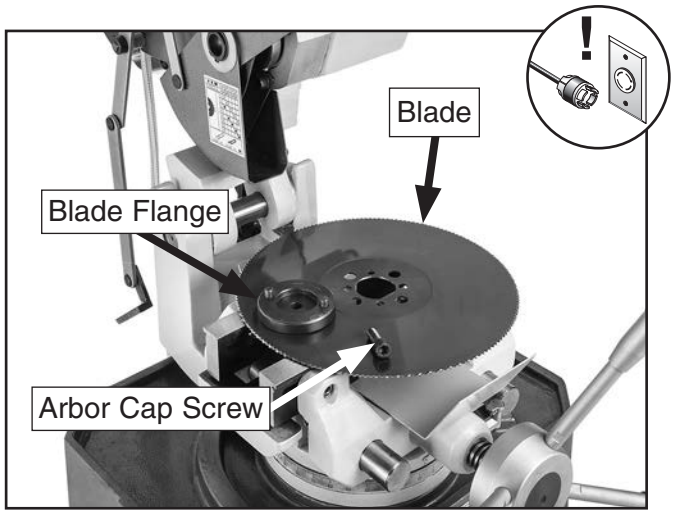

Figure 22. Blade and flange removed.
5. Remove blade and blade flange (see **Figure 22**).